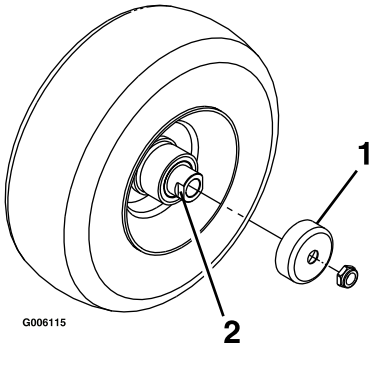

Figuur 38
4. Verwijder de afdichtinghouders uit de wielnaaf (Figuur 38).